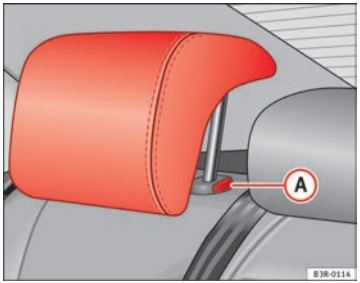

Abb. 5 Äußere Fondsitze: Kopfstütze
– Drücken Sie den Knopf (A) ⇒ Abb. 5 und führen Sie die Kopfstütze nach unten.
– Drücken Sie auf die Taste (A) ⇒ Abb. 5 und ziehen Sie gleichzeitig die Kopfstütze heraus.